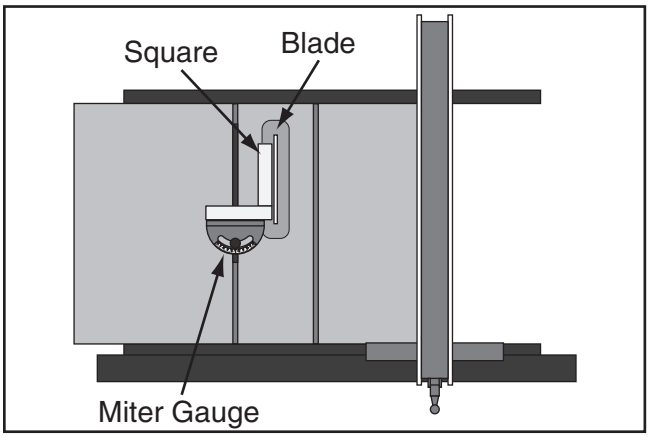

Figure 131. Checking 90° stop on miter gauge.
4. Place square evenly against face of miter gauge and blade, as shown in **Figure 131**.